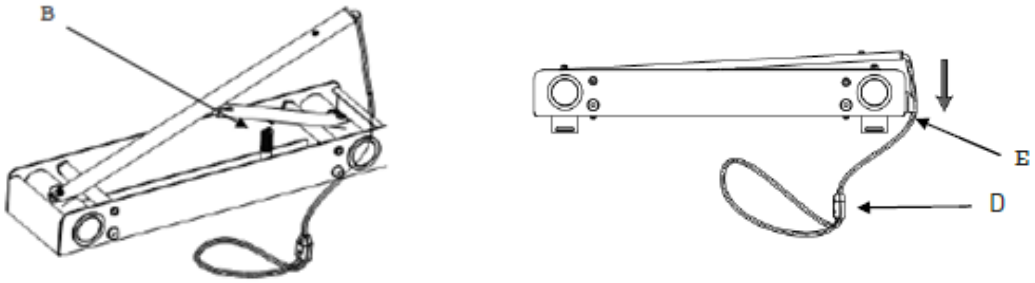

Figure 15 The location on the traverse where the spring screw should be placed.
Unpack the traverse, lift the release arm as high as possible and put the spring (B) in place (Figure 15).